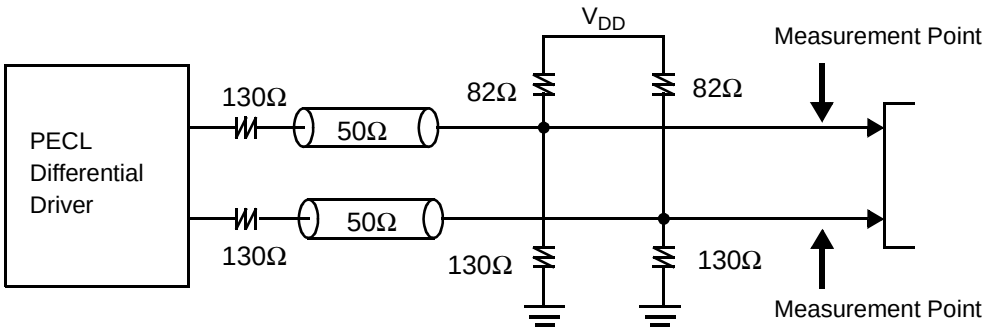
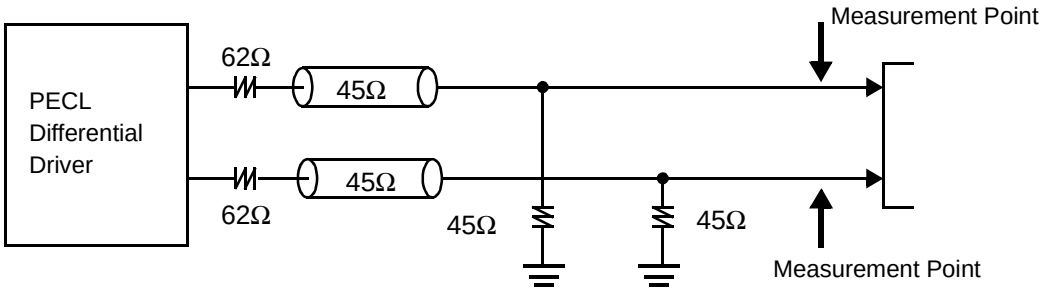

Figure 5. Output Driving Load (-1)
Figure 6. Output Driving Load (-2)
3.3V DC Device Characteristics (Driving load, *Figure 5*)
3.3V DC Device Characteristics (Driving load, *Figure 6*)
Figure 5 and *Figure 6* show the clock output driver.
The PECL differential driver is designed for low-voltage, high-frequency operation. It significantly reduces the transient switching noise and power dissipation when compared to conventional CMOS drivers. The nominal value of the channel impedance is 50Ω. The pull-up and pull-down resistors provide matching channel termination. The combination of the differential driver and the output network determines the voltage swing on the channel. The output clock is specified at the measurement point indicated in *Figure 5* and *Figure 6*.